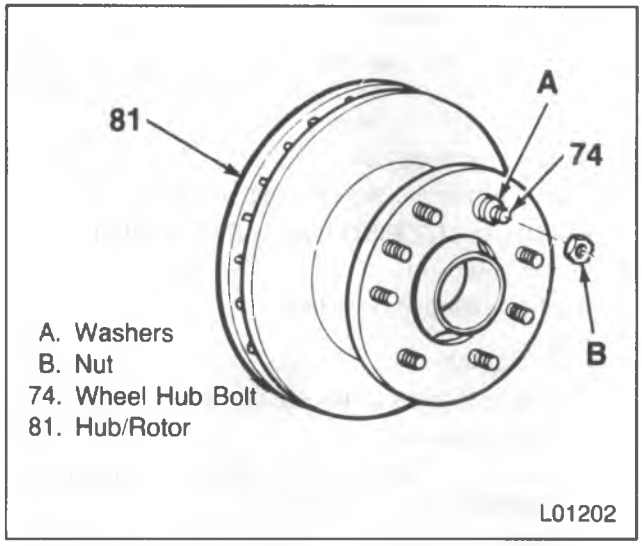

Figure 18 – Installing the Hub Bolts
Install or Connect (Figure 18)
1. Wheel hub bolts (74) into the hub/rotor (81).
- Place four washers onto the bolt, then tighten a nut onto the bolt until the bolt fully seats into the hub/rotor (81) (figure 18).